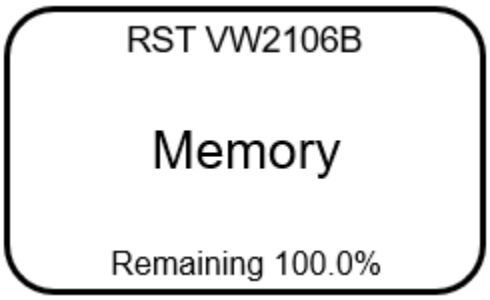

FIGURE 3-7 MEMORY SCREEN
2. Scroll to the **Memory** screen (Figure 3-7) using the up/down arrows and press **Enter.**